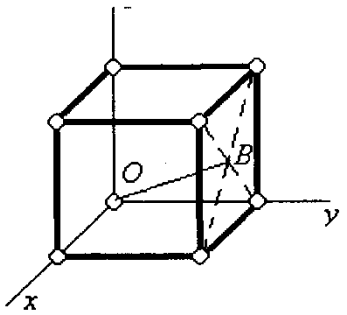
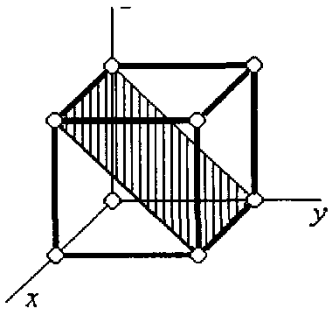
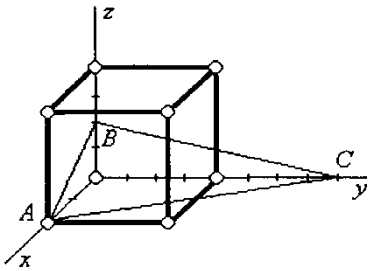

Рис. 7
Рис. 8
Рис. 9
27. Каковы индексы кристаллографического направления OB (рис. 7)?
A) (121). B) [-121]. C) [122]. D) [0,5; I; 0,5].
28. Каковы кристаллографические индексы заштрихованной плоскости (рис. 8)?
A) (111). **B) (011).** C) (220). D) (100).
29. Каковы кристаллографические индексы плоскости ABC (рис. 9)?